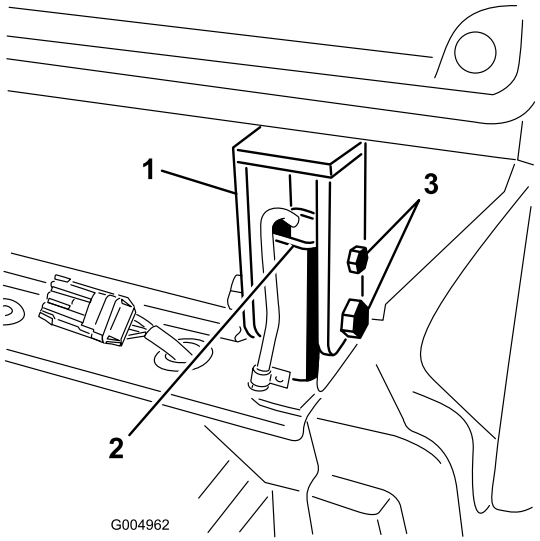

Figur 115
38. Stram de bolte og møtrikker, der fastgør de bageste førerhusmonteringer til styrtbøjlestiverne (Figur 115).